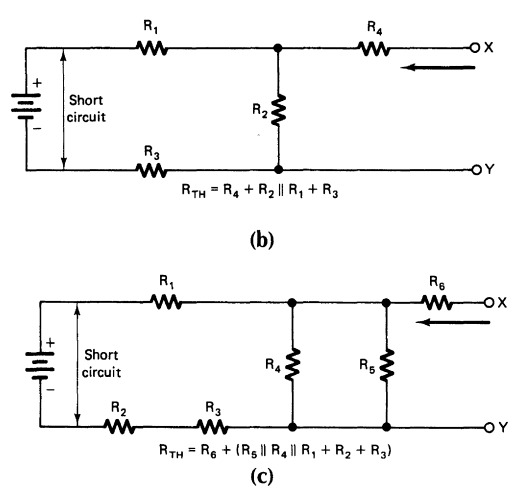

FIGURE 3-49 Determining circuit configuration for finding R_{TH}.
c. "Look into" the circuit from the load terminals to determine the circuit configuration as shown by a load connected to the load terminals. Examples of determining circuit configurations as shown by the load are shown in Fig. 3-49.